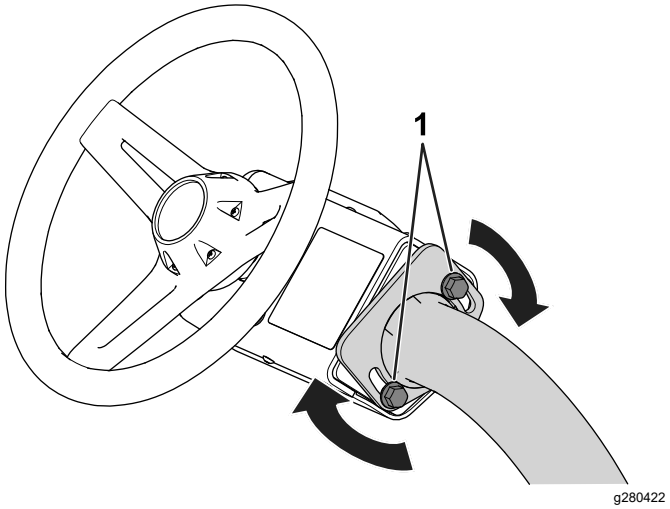

Figuur 29
1. Maak de bouten (Figuur 29) los waarmee het stuur is bevestigd aan de stuurarm.
3. Draai de bouten (Figuur 29) vast om het stuur te bevestigen in uw aangepaste positie.